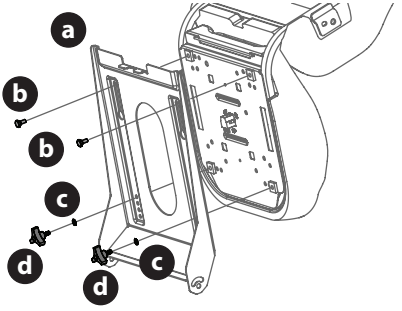

Fig. 5
2. Install the seat onto the seat pan (a) using hardware provided (Fig. 5).
a. For a Knob Adjust seat insert bolts (b) in the rear holes and lock washer (c) and knobs (d) in the front. Tighten securely (Fig. 5).